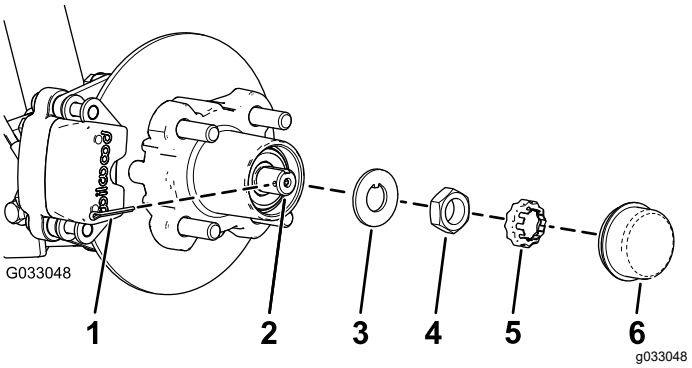
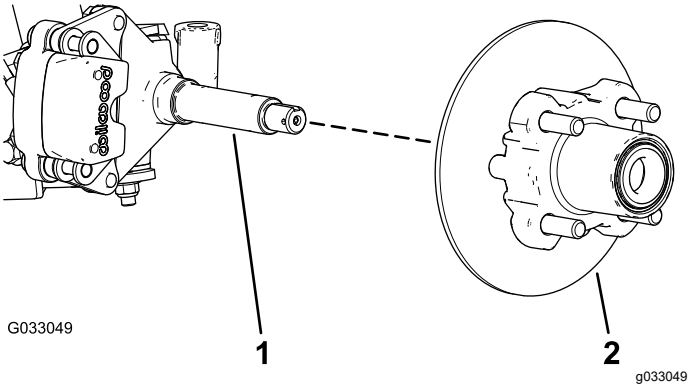

Figur 28
Figur 29
4. Fjern støvhætten fra navet (Figur 28).
5. Fjern låseclips og møtrikholder fra spindlen og spindelmøtrikken (Figur 28).
6. Fjern spindelmøtrikken fra spindlen og adskil nav- og rotorsamlingen fra spindlen (Figur 28 og Figur 29).